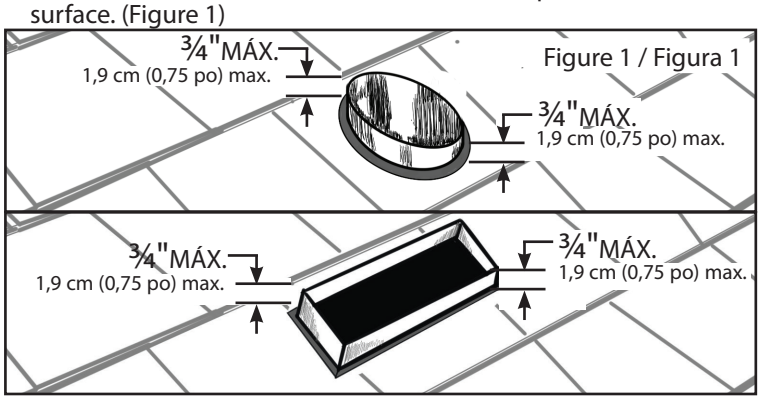

Figure 1 / Figura 1
3. Affix ductwork a maximum of 3/4" above and parallel to the roof surface. (Figure 1)
3. Fixer le conduit parallèlement à la surface du toit et 19 mm (3/4 po) tout au plus au-dessus du toit. (Figure 1)